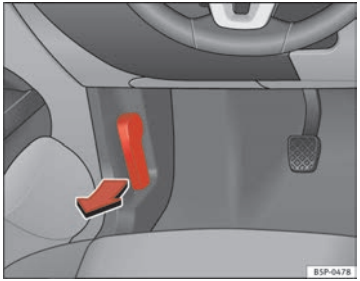

Fig. 164 Detail of foot-well area on driver side: lever for unlocking the bonnet.
– To release the bonnet, pull the lever under the dash panel ⇒ fig. 164 in the direction indicated (arrow). The bonnet will be released by a spring action ⇒ ⚠.